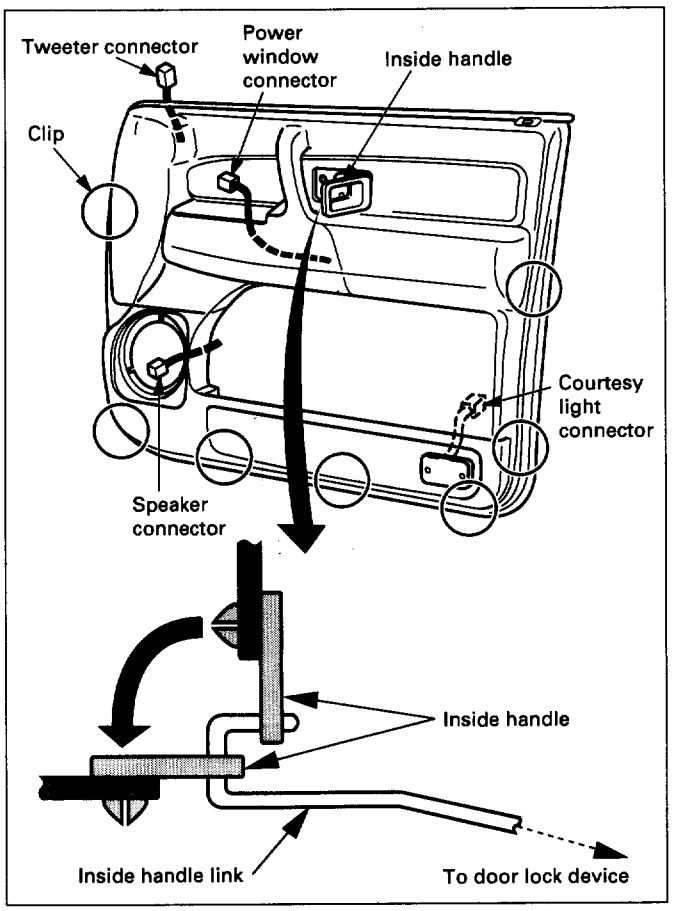

Fig. 10-40
2. Pass the inside handle through the mounting hole of the trim panel and assemble the trim panel. Engage securely the 7 clips into the door panel. Also, connect the courtesy lamp connector and leave the connectors of the speaker, tweeter and power window drawn out to their prescribed positions, so that they will not be caught. Then, put back the inside handle to the normal position of the link. (Fig. 10-40)